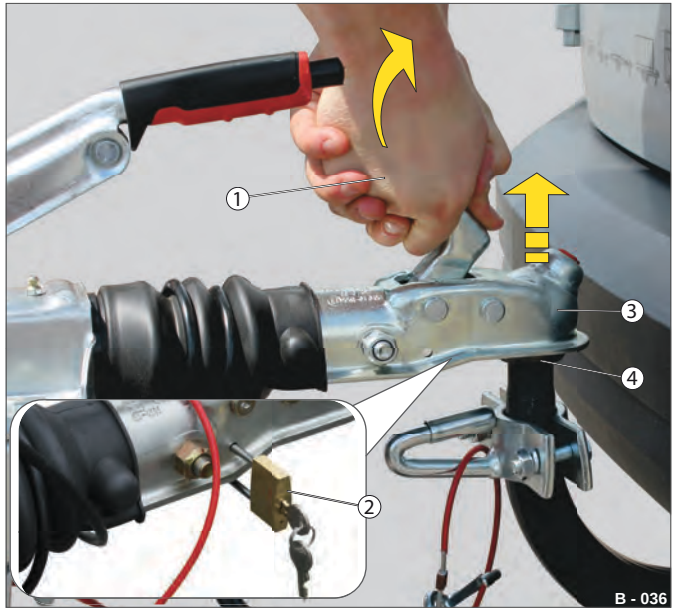

Fig. 13 Eksempel: Frakobling af anhænger med bremser
▶ Oplås håndgrebet (Fig. 13 /1) i spærreanordningen (Fig. 13 /2).
▶ Stil støttehjulet ned, og løft derefter kalotten (Fig. 13 /3) af kuglehovedkoblingen (Fig. 13 /4).